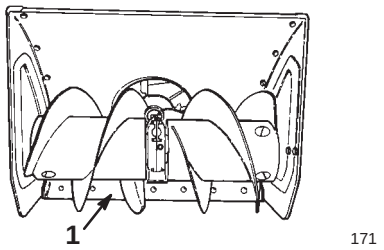

Bild 16
2. Bewegen Sie die Schneefräse auf eine ebene Fläche und stellen Sie sicher, dass die Schürfleiste (Bild 16) parallel zum Boden steht. Wenn das nicht der Fall ist, stellen Sie die Schürfleiste ein; siehe Einstellung der Kufen und der Schürfleiste auf Seite 22.